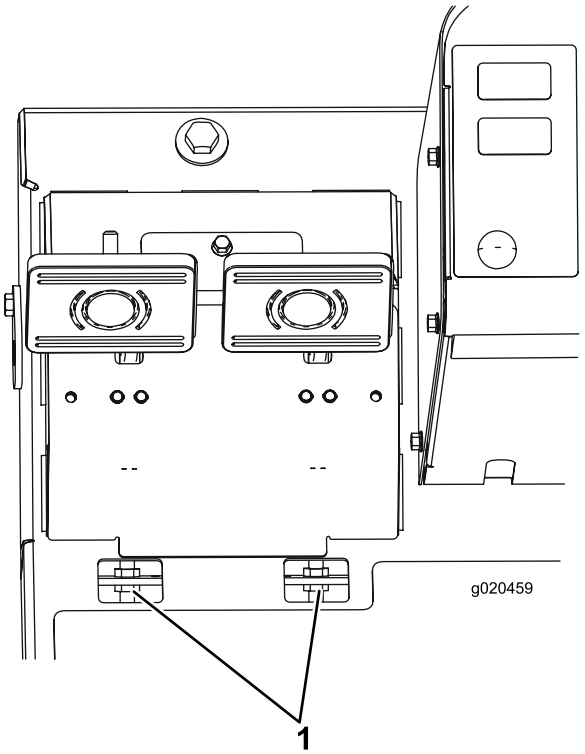

Figuur 64
B. Draai de voorste moer op het draadeinde van de remkabel los (Figuur 64).